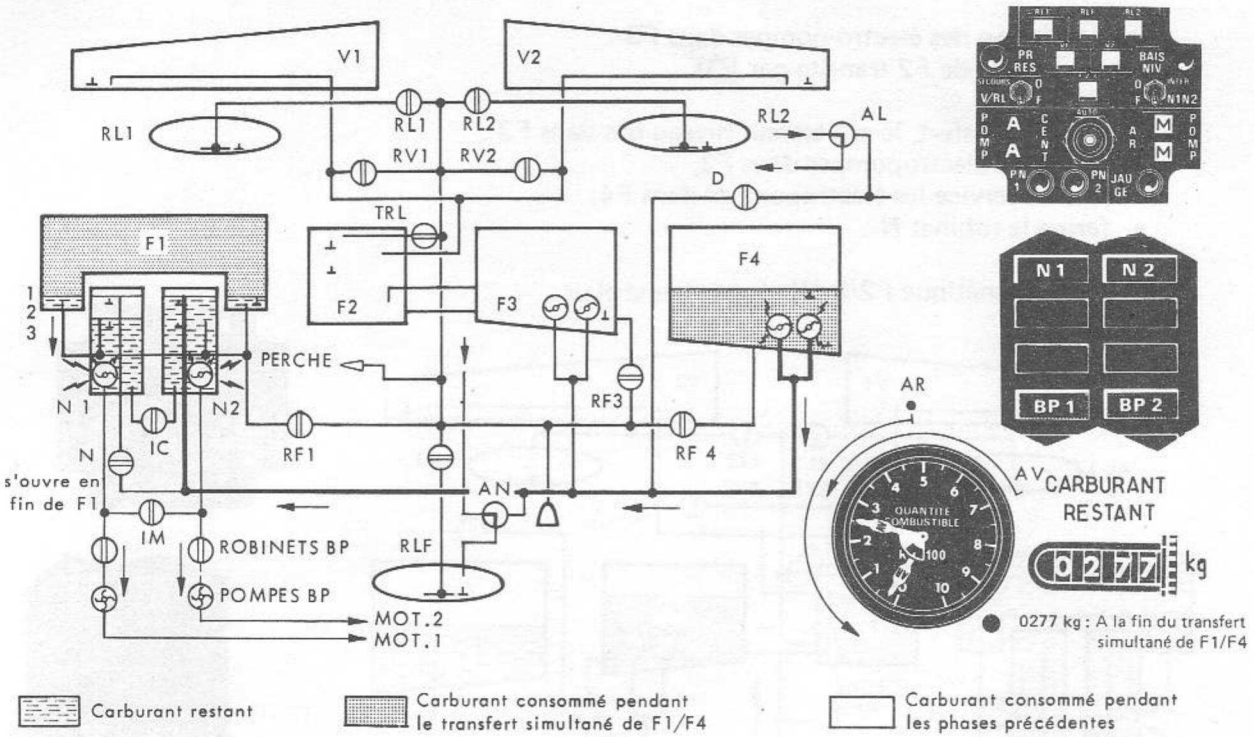

FIGURE 10 - TRANSFERT SIMULTANE DE F1/F4
3.3.4 - Transfert simultané de F1 et F4 (Fig.10)